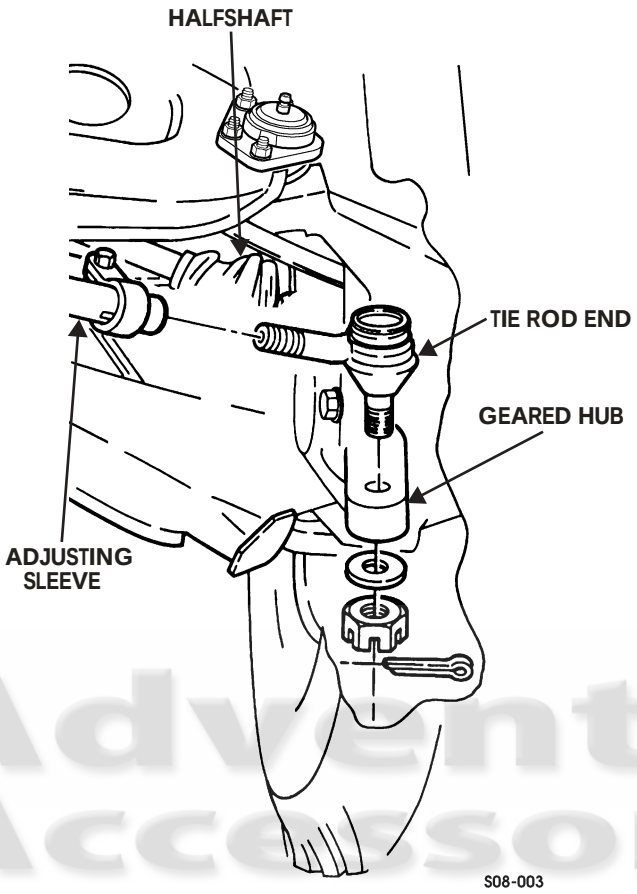

Figure 8-4: Tie Rod End
2. Remove cotter pin, slotted nut, and washer securing tie rod end to geared hub. Discard cotter pin (Figure 8-4).
4. Loosen locknut on clamp securing tie rod end to adjusting sleeve and remove tie rod end (Figure 8-4).
1. Install tie rod end into adjusting sleeve and tighten clamp (Figure 8-4).
2. Install tie rod end on geared hub with washer and slotted nut. Tighten slotted nut to 70 lb-ft (95 N•m) (Figure 8-4).